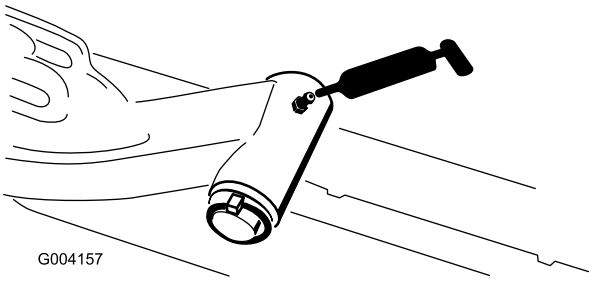

Figur 49
- Lyftarmens svängaxel (1 var) (Figur 49)